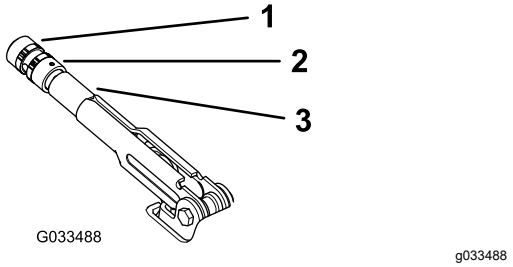

Figuur 65
2. Draai de stelschroef los waarmee de knop is bevestigd aan de parkeerremhendel (Figuur 65).